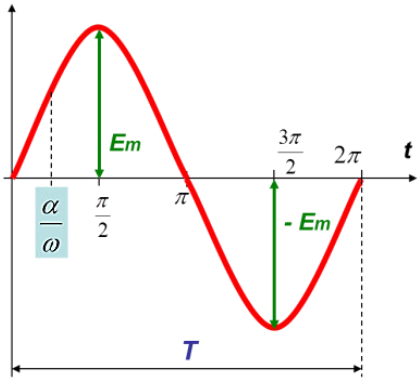

рис.3
1. *Период T* (рис.3) – время, в течении которого происходит весь цикл изменения переменных ЭДС, тока или напряжения; измеряется в секундах (с).
4. *Амплитудные значения тока Im , напряжения Um , эдс Em (рис.3)*– максимальные значения мгновенных величин тока, напряжения и ЭДС.